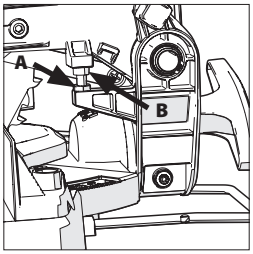

Rys. 12A + 12B
- za pomocą klucza płaskiego 10 mm (nie załączony) poluzować nakrętkę blokującą śrubę regulującą ruch w dół **(Rys. 12A)**.